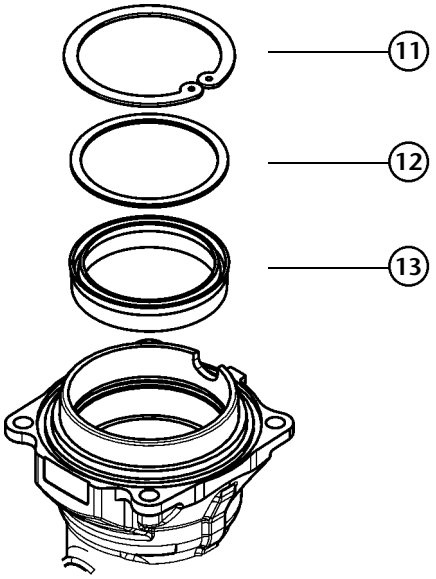

Fig. 10
5. Remove the piston (10) and disassemble the circlip (11), the washer (12) and the seal (13) (fig. 10). Check the piston for scratches and replace damaged parts.
5. Quitar el vástago (10) y desmontar el anillo de seguridad (11), la arandela (12) y el collarín (13) (Fig. 10). Verificar que el vástago no esté rayado y sustituir piezas deterioradas.